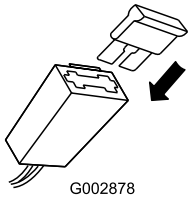

Figur 25
2. Sett sikringen inn i sikringsholderen (Figur 25).